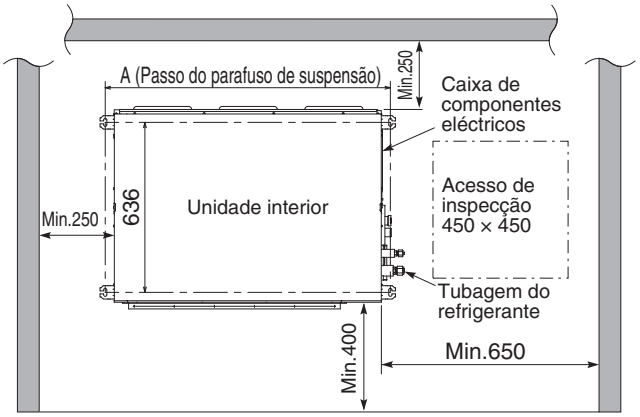

Fig. 3-1
- O espaço mínimo para a instalação e serviço é mostrado na Fig. 3-1 e Tabela 3-1.
(1) Quando colocar a unidade dentro do tecto, determine o passo dos parafusos de suspensão consultando os dados dimensionais mostrados na Fig. 3-1 e Tabela 3-2. A tubagem deve ser disposta e ligada dentro do tecto quando suspender a unidade. Se o tecto já estiver construído, disponha a tubagem numa posição para ligação à unidade antes de colocar a unidade dentro do tecto.